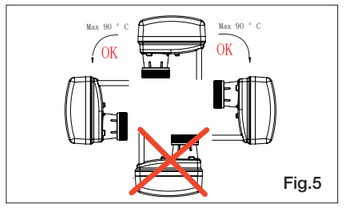

Fig.5
3. Install vertically or horizontally, making sure the actuator is at an angle of less than 90° (Fig.5), because any leakage from the valve could cause irreparable damage to the actuator.